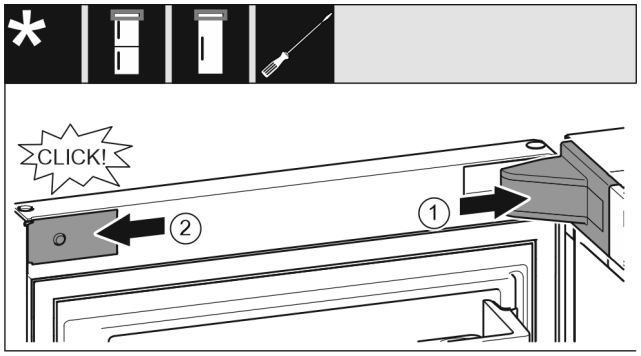

Fig. 25
▶ Lagerbockabdeckung *Fig. 25 (1)* aufsetzen und einrasten, ggf. vorsichtig auseinanderdrücken.
▶ Blende *Fig. 25 (2)* seitlich ansetzen und einrasten.